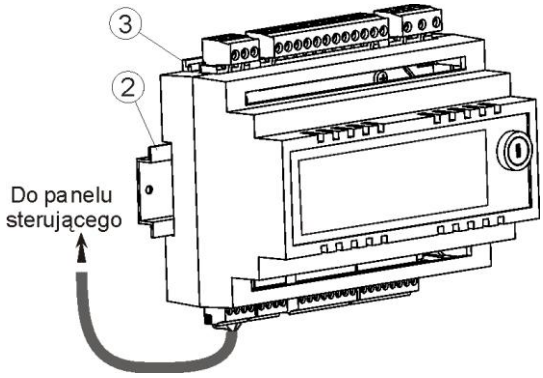

Rys. 22 Osadzenie regulatora na szynie, gdzie: 1- moduł wykonawczy, 2 – szyna DIN TS35, 3 – zaczepy.
śrubokręta, Rys. 22. Po ulokowaniu na szynie wcisnąć zaczepy (3) do pierwotnej pozycji. Upewnić się że urządzenie jest zamocowanie pewnie i nie jest możliwe jego odjęcie od szyny bez użycia narzędzia. Wpiąć kabel (4) łączący moduł z panelem sterującym.